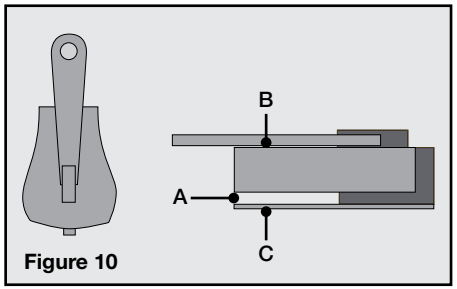

Figure 10
- The most common reason why zips burst open is that the zip slider does not close the coil tightly enough. Wear and tear may cause the gap marked A to open up, as indicated in Figure 10.
- By simply “crimping” the slider together at points B & C with a pair of pliers, this solves the problem most of the time. Crimping in other planes is worth a try if B & C does not work. This is to be done when the zip slider is still attached to the zip in the open position, as indicated in Figure 10.